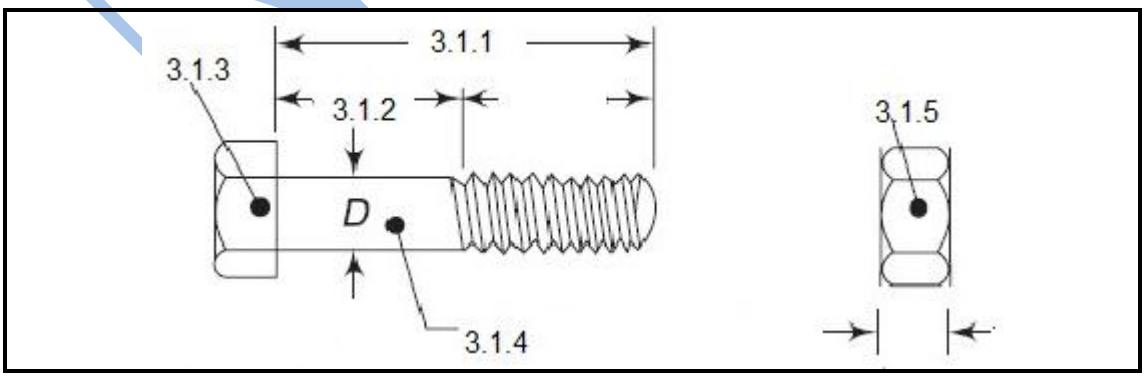

**FIGURE 6** (5 × 1) (5)
3.1 Name the parts shown in FIGURE 6 by writing only the answer next to the question number (3.1.1–3.1.5) in the ANSWER BOOK.